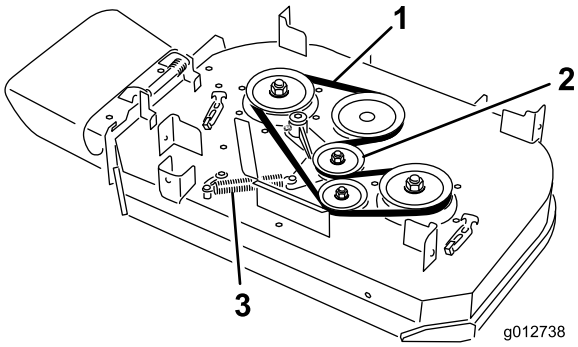

Figuur 65
4. Verwijder de veer van de ankerpost op de arm van de spanpoelie (Figuur 65).
5. Verwijder de versleten drijfriem (Figuur 65).
6. Plaats de nieuwe drijfriem rond de koppelingspoelie, de poelies van het maaidek en de spanpoelie (Figuur 65).
7. Monteer de veer aan de ankerpost op de arm van de spanpoelie (Figuur 65).
6. Plaats de nieuwe drijfriem rond de poelies van het maaidek en de spanpoelie (Figuur 65).
5. Verwijder de veer van de ankerpost op de arm van de spanpoelie (Figuur 65).
6. Verwijder de versleten drijfriem (Figuur 65).
7. Plaats de nieuwe drijfriem rond de poelies van het maaidek, de koppelingspoelie en de spanpoelie (Figuur 65).
8. Monteer de veer op de ankerpost (Figuur 65).